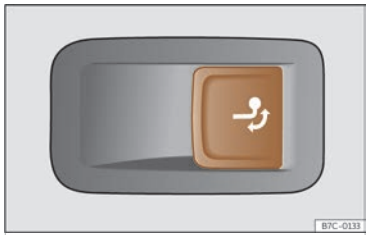

Fig. 177 En el lado derecho del maletero: tecla para desbloquear el gancho de remolque.
- Tire de la tecla ››› fig. 177 brevemente. El gancho de remolque se desbloquea eléctricamente y se gira automáticamente hacia fuera. El testigo de control de la tecla parpadea.
• Tire de la tecla ››› fig. 177 brevemente. El gancho de remolque se desbloquea eléctricamente.
• No pulse nunca la tecla ››› fig. 177 cuando haya un remolque enganchado o vaya montado un portaequipajes u otros accesorios sobre el gancho de remolque.